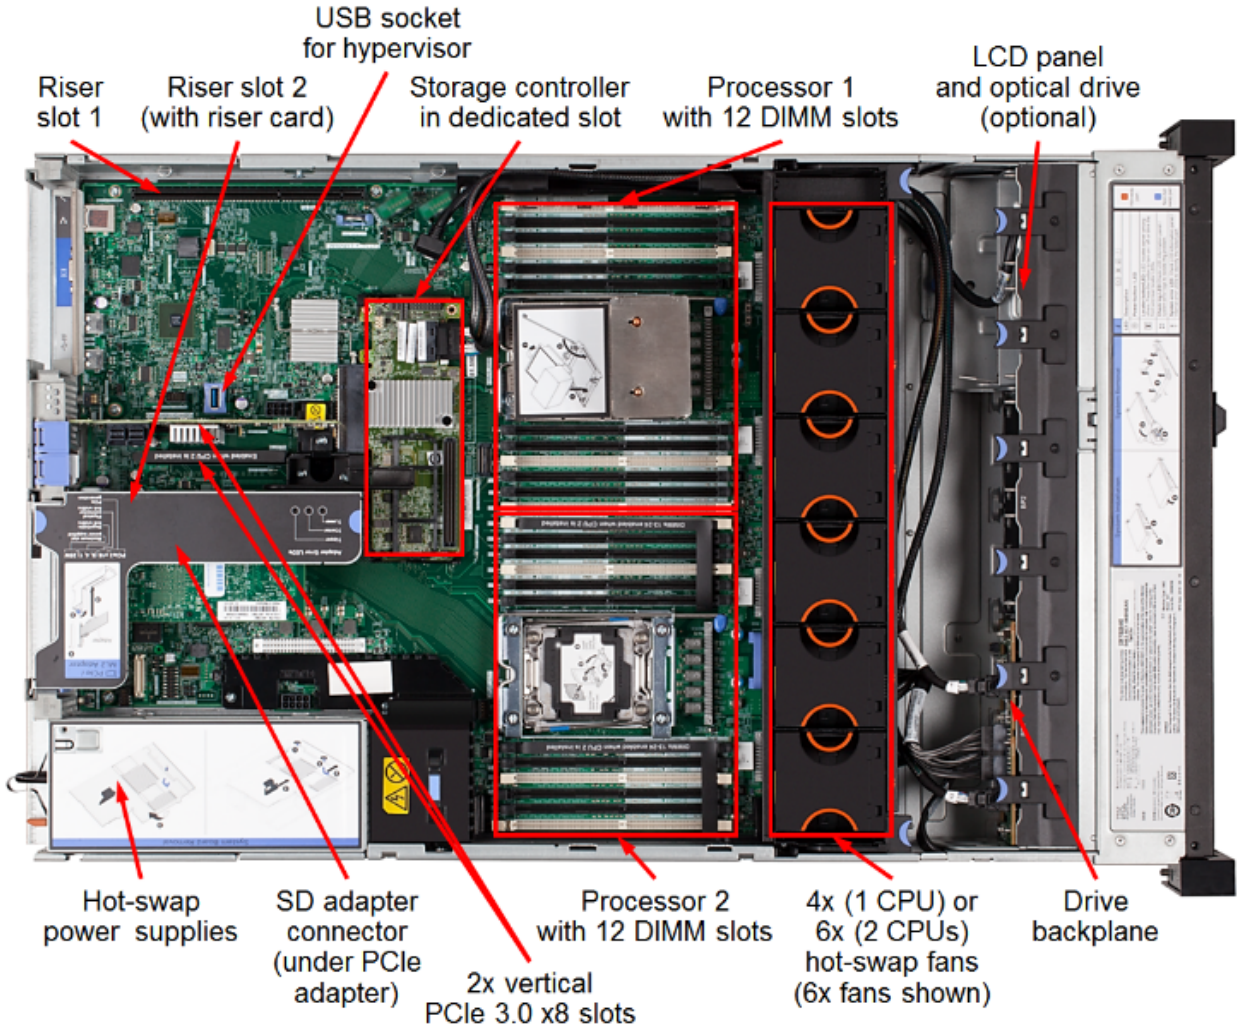

**Figure 16: x3650 M5 inside view**
**Figure 16** shows the x3650 M5 inside view.